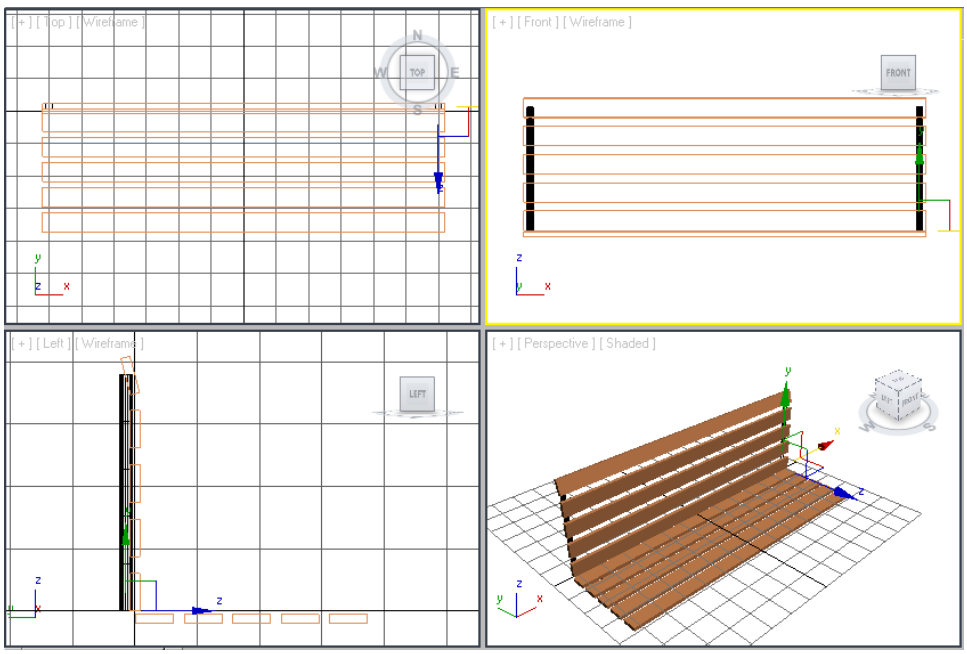

Figure 3-45 *The vertical back support002 in all viewports*
7. In the **Clone Options** dialog box, make sure that the **Copy** radio button is selected. Set the value **1** in the **Number of Copies** spinner, if it is not already set and choose the **OK** button; the *vertical back support002* is created with the same dimensions as the *vertical back support001*, as shown in Figure 3-45.